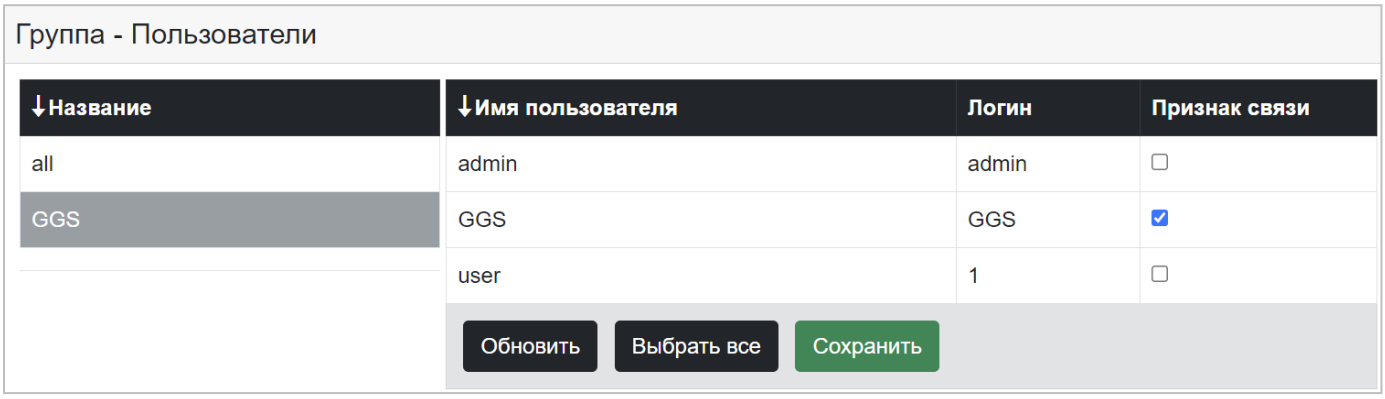

Рисунок 5.34 – ПМ «Администрирование КСЭОН СЕНСОР». Вкладка «Редактор связей»
Для настройки связей, на боковом меню (рисунок 5.1), нажмите «Редактор связей» – откроется вкладка «Редактор связей» (рисунок 5.34). Откроется выпадающее меню, где есть четыре закладки, каждая закладка предназначена для добавления объекта, сущности или пользователя в группу. Процедура добавления в группу или удаления из группы, на всех вкладках одинакова. Рассмотрим процедуры добавления и удаления на примере добавления в группу или удаления из группы пользователя (п. 5.3.9.1).
- Откройте вкладку «группа – пользователи» (рисунок 5.34).